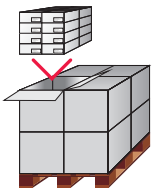

rys. 4
- Lżejsze elementy powinny być ustawione na górze palety **(rys. 4)**.